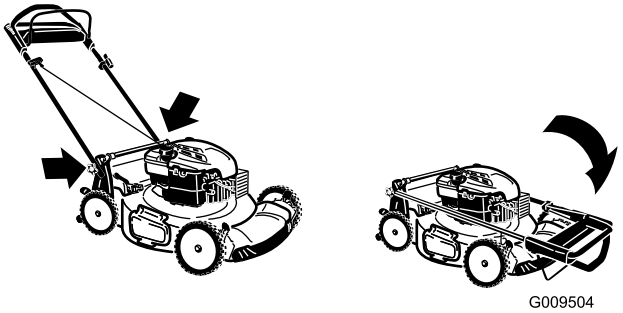

Figur 31
2. Fäll det övre handtaget framåt så som bilden visar Figur 31.